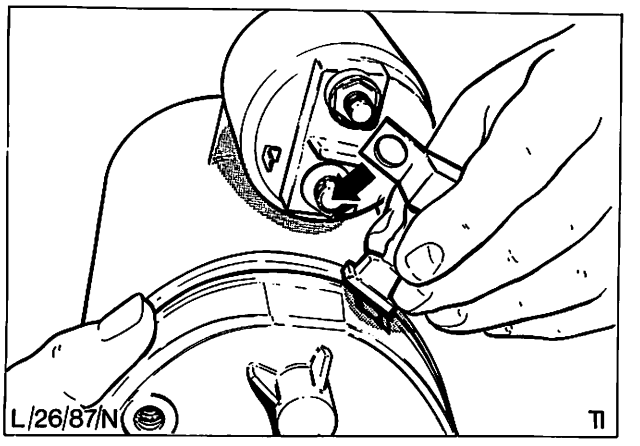

Abb. 105 Feldwicklungskabel anschließen
26. Feldwicklungskabel am Magnetschalter anschließen (eine Mutter und Scheibe), Abb. 105.